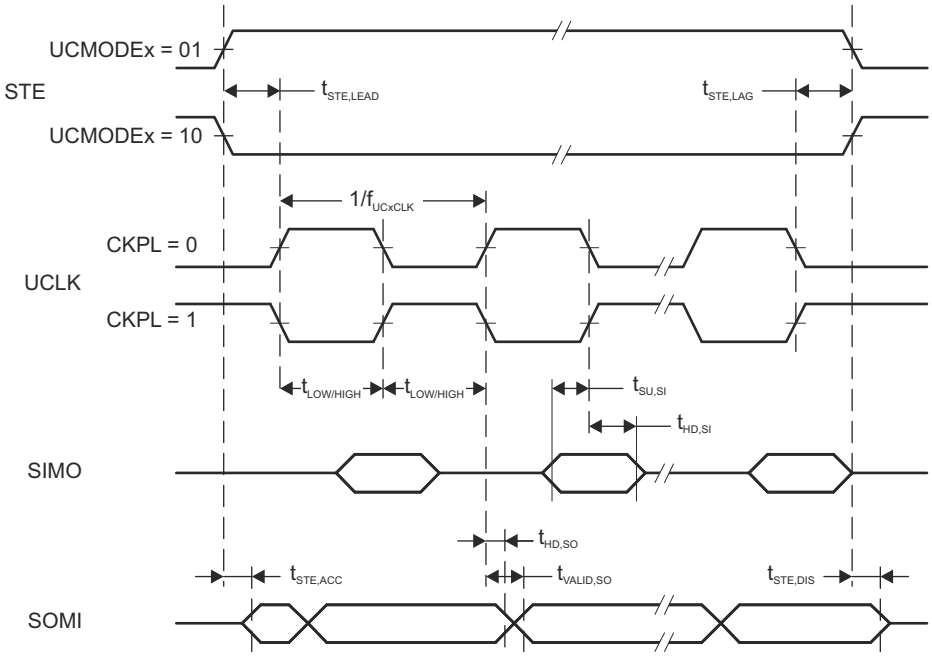
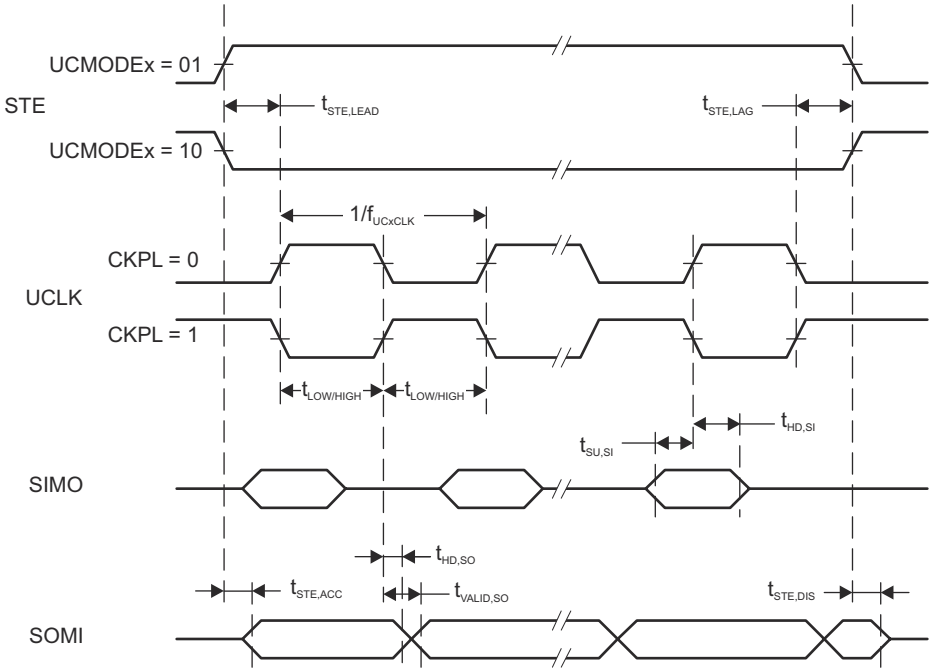

図 8-15. SPI Slave Mode, CKPH = 0
図 8-16. SPI Slave Mode, CKPH = 1
(2) Specifies the time to drive the next valid data to the SOMI output after the output changing UCLK clock edge. See the timing diagrams in 図 8-15 and 図 8-16.
(3) Specifies how long data on the SOMI output is valid after the output changing UCLK clock edge. Refer to the timing diagrams in 図 8-15 and 図 8-16.